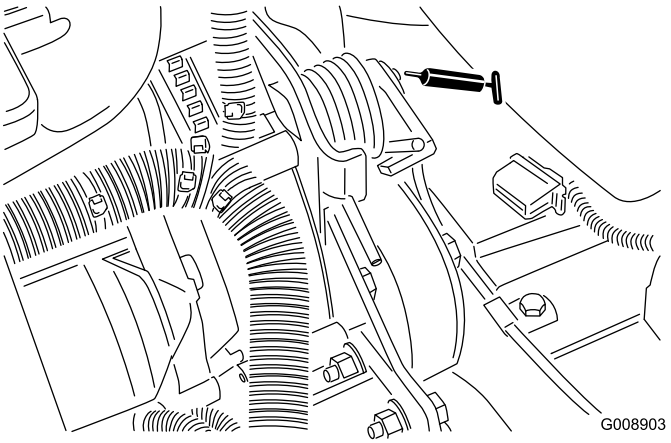

Figuur 59
- Draaipunt riemspanning (Figuur 59)